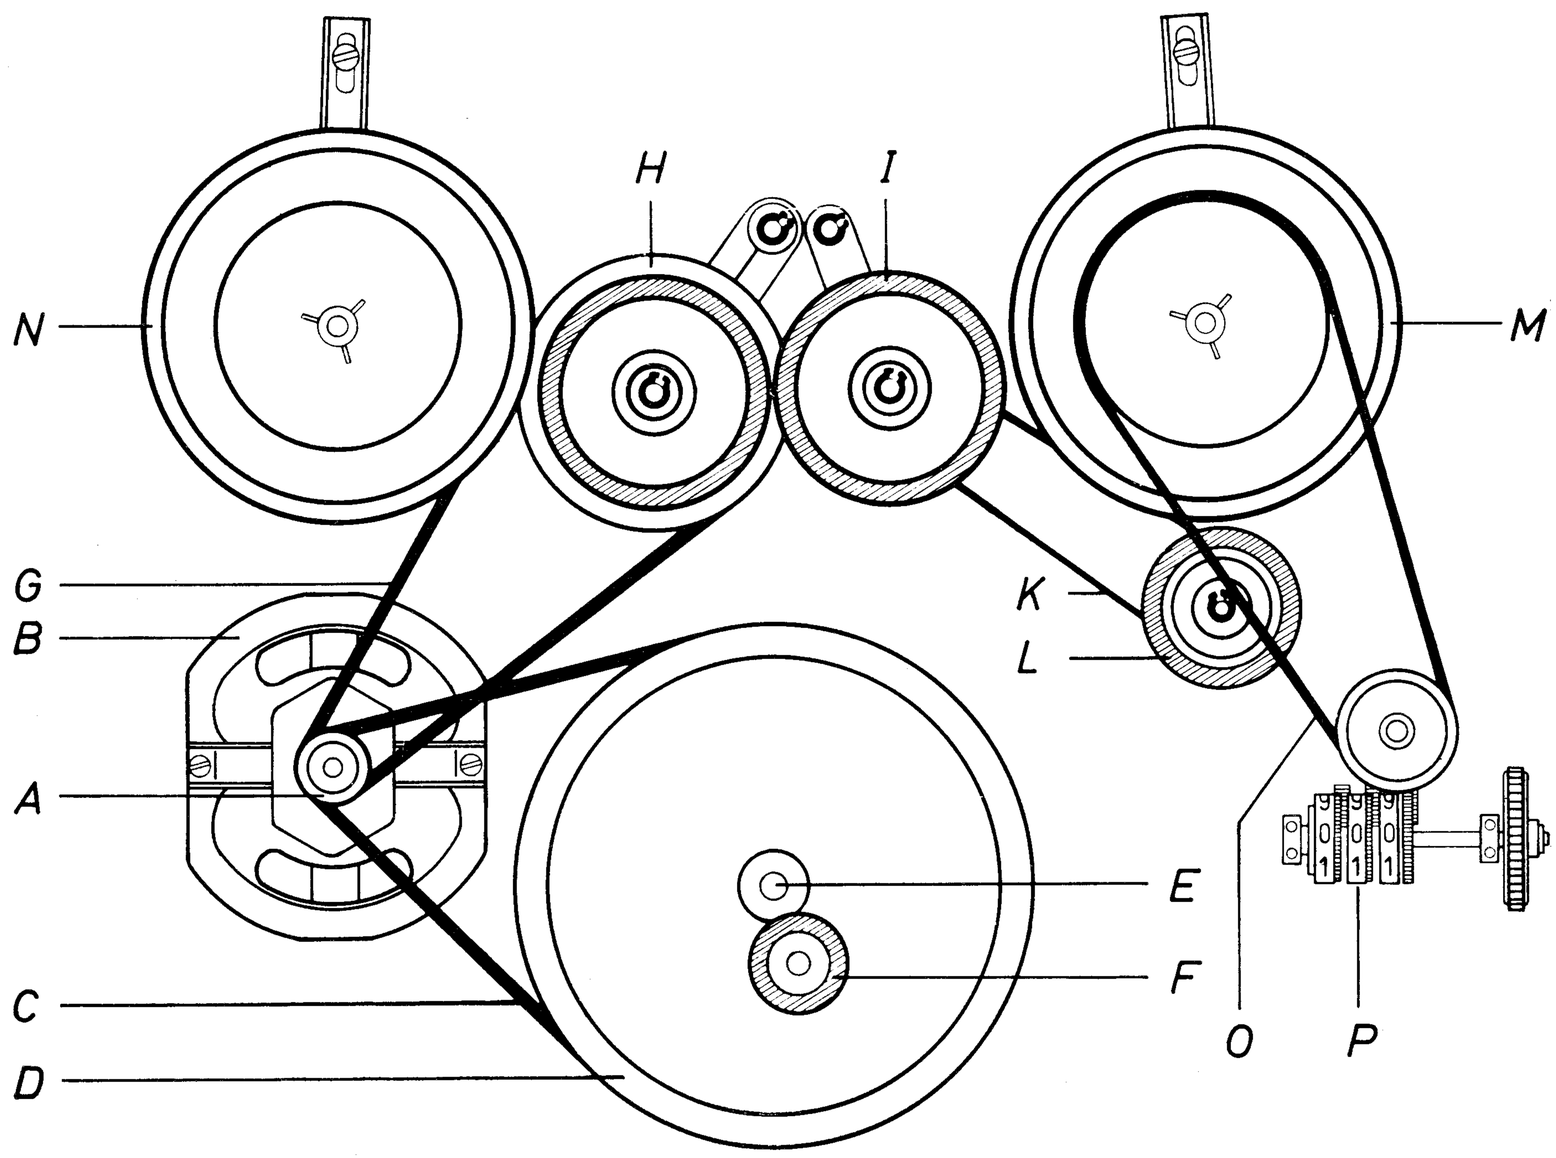

Fig. 1
1.1 Driving System of Models 702, 704 and 711 Automatic (see Fig. 1)